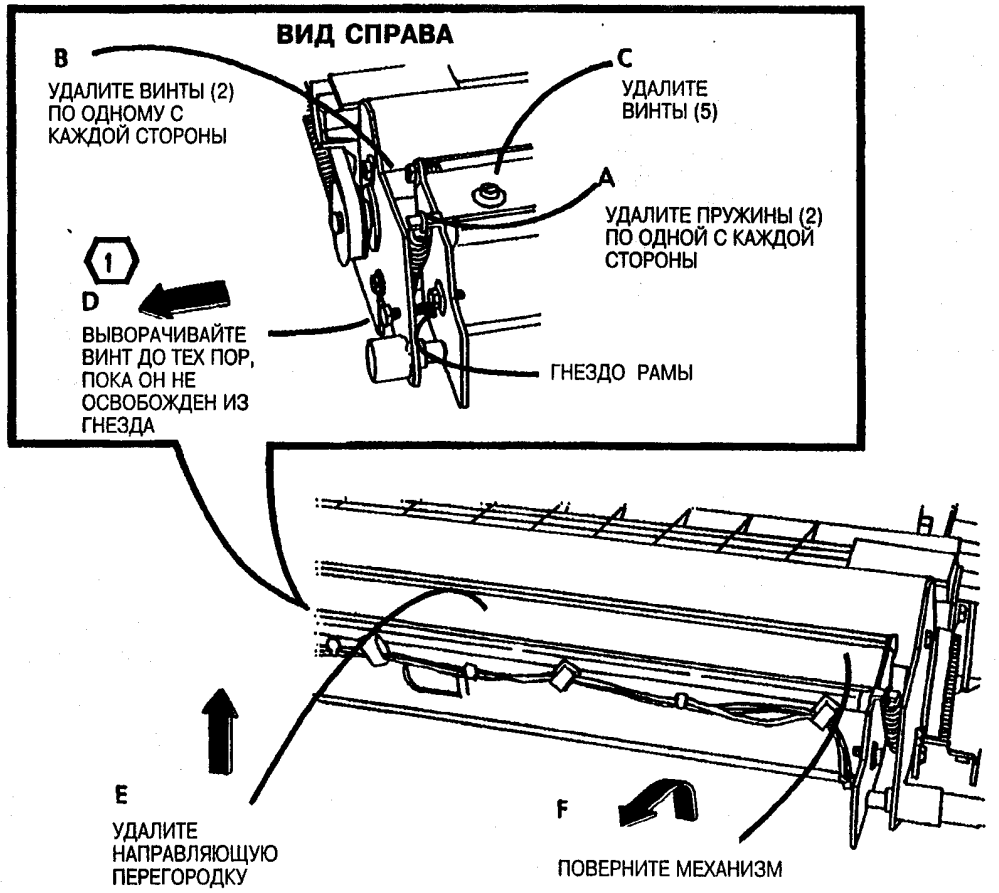

Рис. 1. Приготовтесь к удалению прижимающих валиков регистрации
5. (Рис. 1): Приготовтесь к удалению прижимающих валиков регистрации.